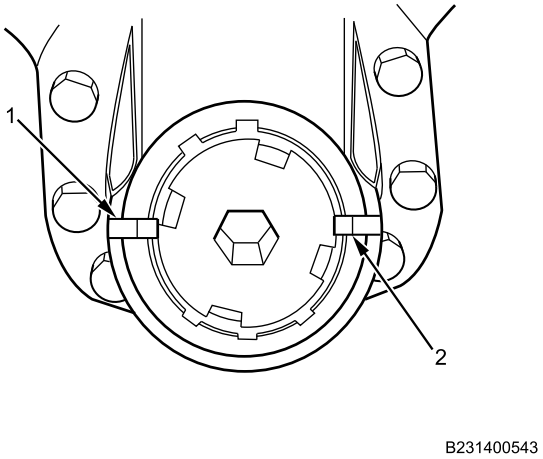

Figure 8. Pitman Arm and Retainer.
5. Align tabs on retainer (Figure 8, Item 2) with notches in pitman arm (Figure 8, Item 1).